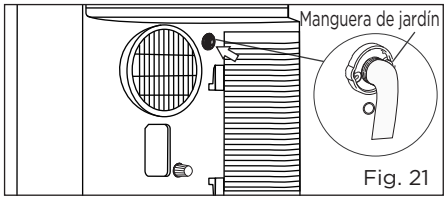

Fig. 21
- Conecte un extremo de la manguera de jardín (no incluida) a la salida de drenaje y lleve el otro extremo a un drenaje que esté más bajo que la unidad (Fig. 21)